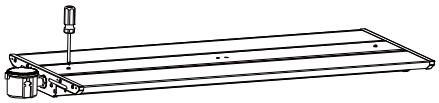

Figure 9
Step 3.Reinstall top cover with screws removed from step 1 (Figure 9).